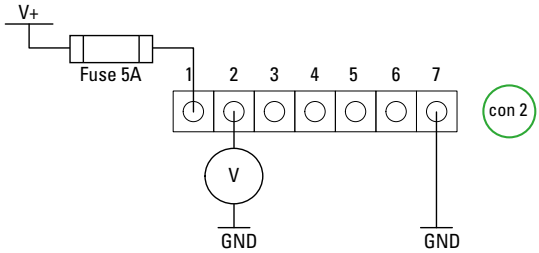

Abbildung 18. Bestimmung der Batterien SoC
3. Bestimmen Sie die Spannung an Pin 2 von CON2 (siehe Abbildung 18).